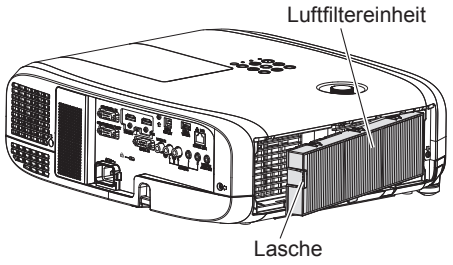

Abb. 1
1) Bringen Sie die Luftfiltereinheit am Projektor an. (Abb. 1)